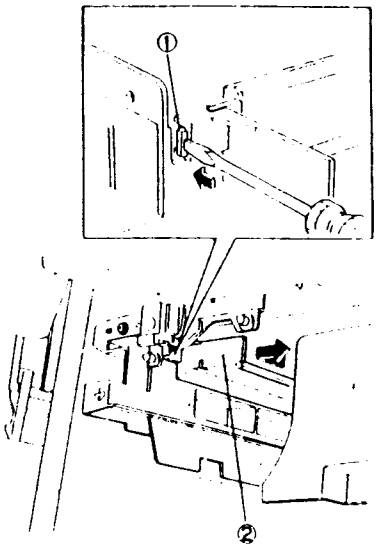

Рис. 3 NZM-0078
5. (Рис. 3): Снимите кожух лампы стирания.
①. Нажмите на фиксатор узла кожуха маленькой отверткой или 15-см линейкой.
②. Снимите кожух лампы стирания.